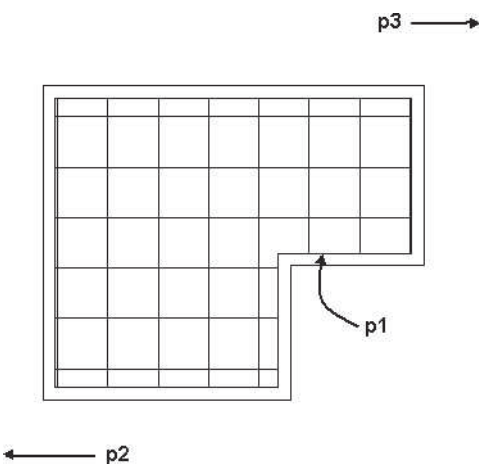

FIGURE 13.51 *Ceiling grid sized and attached to a boundary*
3. Choose **Select object** from the **Boundary** field of the **Properties** palette. Select a space at **p1** as shown in Figure 13.51.
`Insertion point or:` *(Select a point near* `p2` *as shown in Figure 13.51.)*